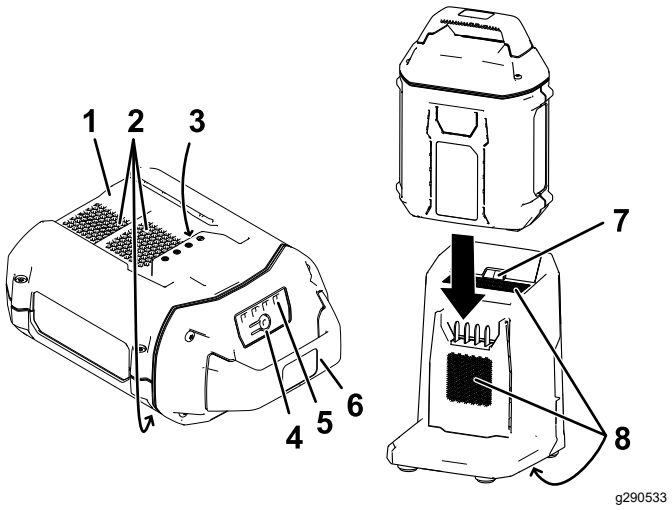

**Figura 10**
2. Alinee el hueco de la batería (Figura 10) con la lengüeta del cargador.
3. Introduzca la batería en el cargador hasta que esté completamente asentada (Figura 10).